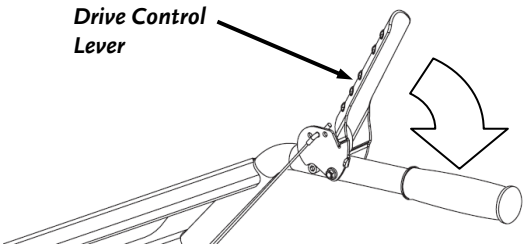

Figure 16
1. Pull the drive control lever against the Handlebar to engage the tines (***Figure 16***).